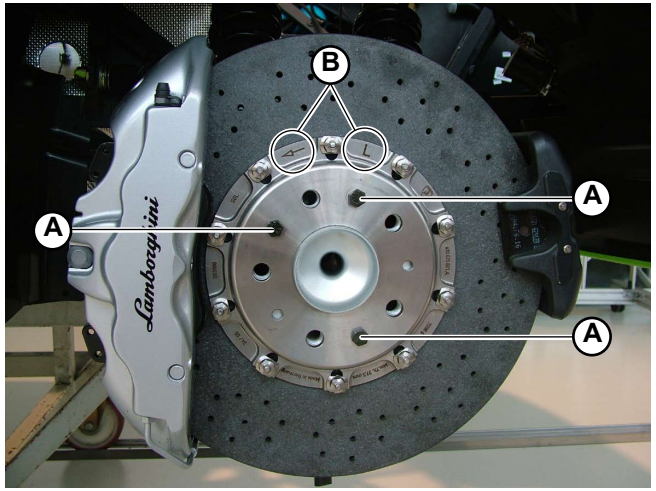

Fig.1
1. Secure the brake disk using the three bolts (**A-Fig.1**).
On the carbon ceramic braking system, the rotation direction (arrow) and the side of assembly (L-Left, R-Right) is indicated on the disk (B-Fig.1).